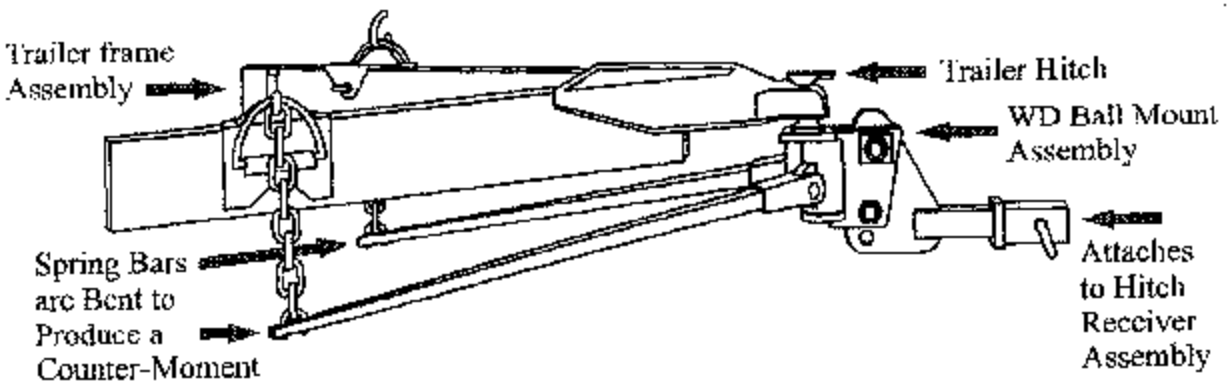

Figure 2. Typical Weight Distributing Hitch System Setup
4.2 Weight Distribution (WD) Hitch System
Normally, on the lighter duty Class I/II/III applications, the trailer's tongue weight directly pushes down on the hitch receiver's coupling ball causing the rear of the tow vehicle to drop and the front of the vehicle to rise slightly. With larger and heavier trailers, this can severely affect vehicle handling and stopping distances and further add stresses to the tow vehicle and hitch receiver structures. To reduce these undesirable effects, an 'aftermarket' or 'third party' Weight Distribution (WD) hitch system must be used when towing large trailers. For Class IV applications with the WD system as shown in the set up of Figure 2, the two spring bars are bent upward to apply a counter moment torque to the WD hitch ball mount assembly and redirect or redistribute the point load tongue weight further forward in the tow vehicle. The subject vehicles' hitch receiver has a decal specifying 10,000 lb. towing and 1,000 lb. maximum tongue weight limits when used with the WD hitch system.